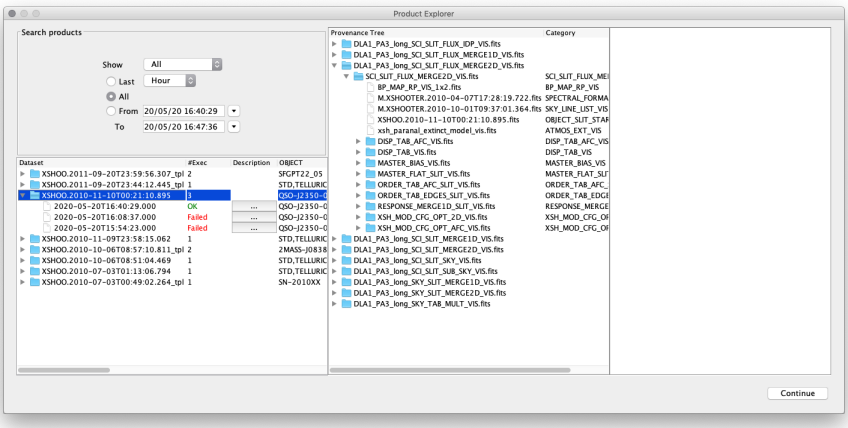

Figure 3.4: *The Product Explorer shows all datasets reduced in previous executions together with the full reduction chain for all the pipeline products.*
9. Once the reduction of all datasets has finished, a pop-up window called *Product Explorer* will appear, showing the datasets which have been reduced together with the list of final products. This actor allows the user to inspect the final data products, as well as to search and inspect the input data used to create any of the products of the workflow. Figure 3.4 shows the Product Explorer window. A full description of the *Product Explorer* will be presented in Section 6.3.3.